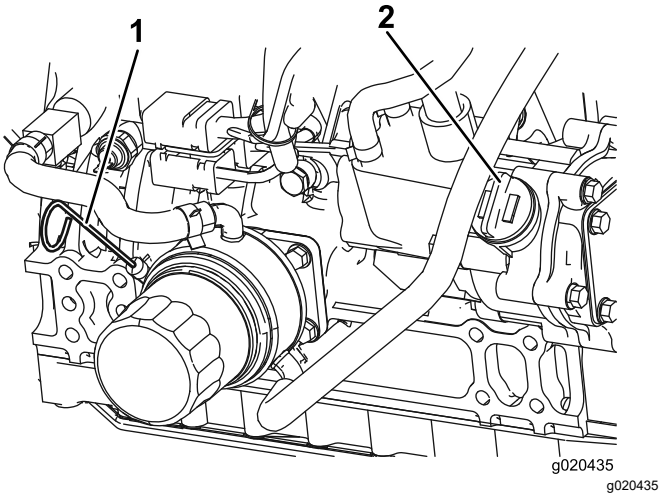

図 73
オイル量が安全レンジ内にあればよい図 73。
4. 不足している場合安全範囲よりも下は、補給管についているキャップ図 73を取り、Full 位置までオイルを補給する。